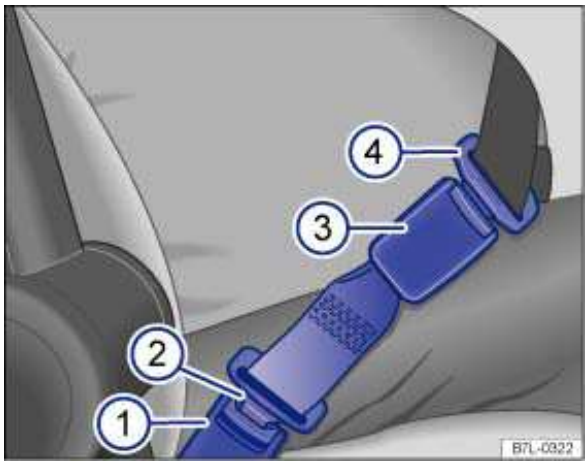

Fig. 57 A safety belt extender properly attached to the factory-installed safety belt.
Key to fig. 57:
- Insert the buckle tongue on the safety belt extender ⇒ fig. 57 (2) into the vehicle belt buckle for the seat where the safety belt extender is being used (1).